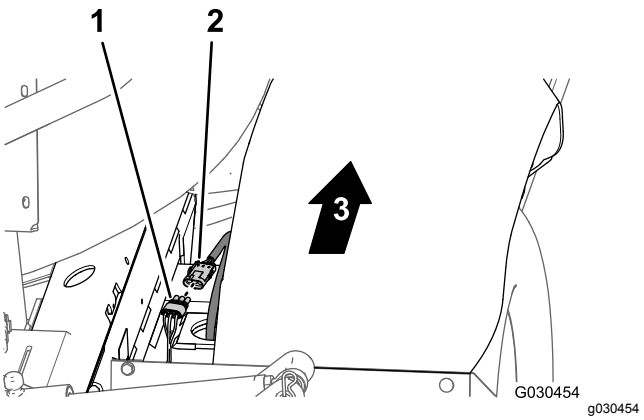

Figur 54
1. Bak på maskinen – mellom høyre rammerør og høyre fender – koble kontakten med tre pinner i ledningssatsen for hastighetssensoren ved høyre hydrauliske trekkmotor fra kontakten med tre sokler i den bakre hovedledningssatsen (Figur 54).